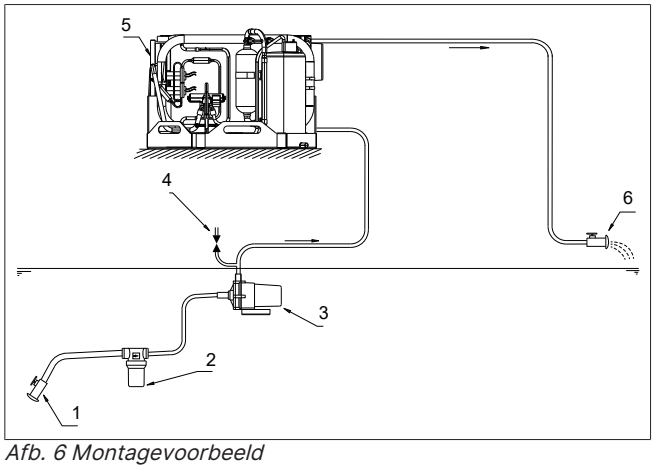

Afb. 6 Montagevoorbeeld
1. Zeewaterpomp monteren (zie Afb. 6).